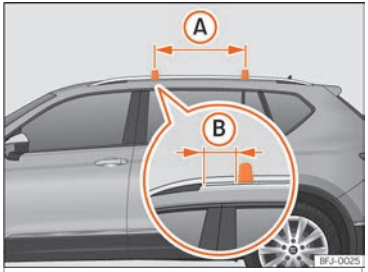

Fig. 133 Points de fixation des barres longitudinales pour la galerie porte-bagages du toit.
Les barres transversales se montent sur les barres latérales du toit. La distance entre les barres transversales ››› **fig. 133** (A) devra être comprise entre 75 et 90 cm et la distance entre les barres transversales et les supports des barres latérales du toit (B) devra être égale à 15 cm.